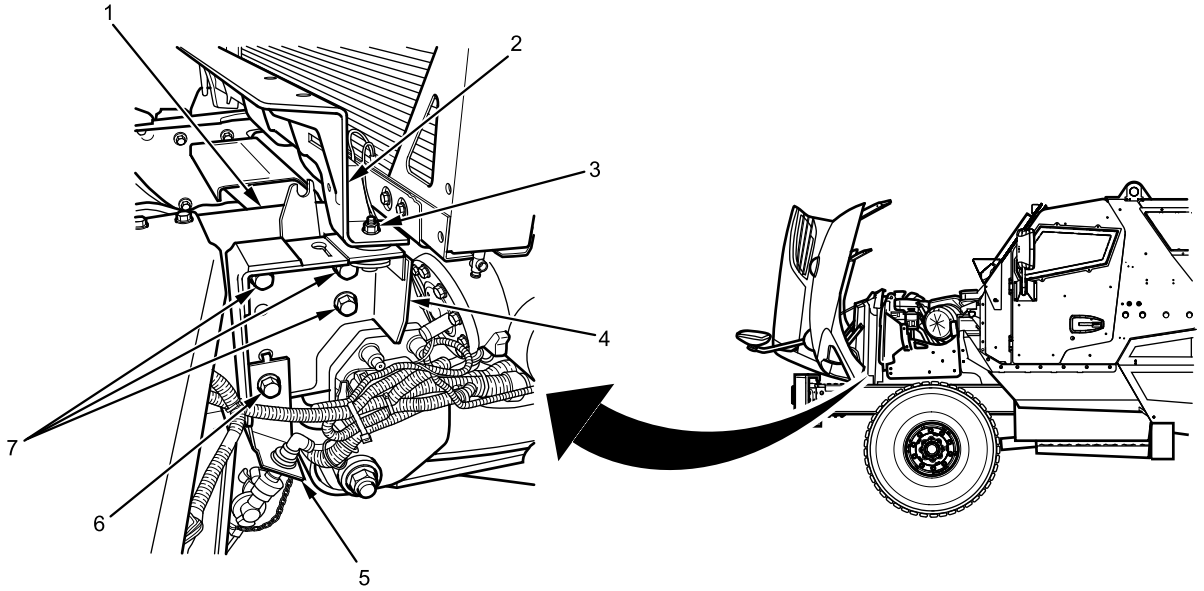

Figure 1. Left Side Armor Grille Support and Bracket; Right Side Similar.
1. Remove two bolts, four washers, four insulators, and two nuts (Figure 1, Item 3) from armor grille support (Figure 1, Item 2).
2. Remove armor grille support (Figure 1, Item 2) from armor grille support brackets (Figure 1, Item 4).
3. Remove two bolts (Figure 1, Item 6) and nuts from front gladhand assemblies (Figure 1, Item 5).
4. Remove gladhand assemblies (Figure 1, Item 5) from armor grille support brackets (Figure 1, Item 4).
5. Remove six bolts (Figure 1, Item 7) and nuts from armor grille support brackets (Figure 1, Item 4).
6. Remove armor grille support brackets (Figure 1, Item 4) from frame rails (Figure 1, Item 1).